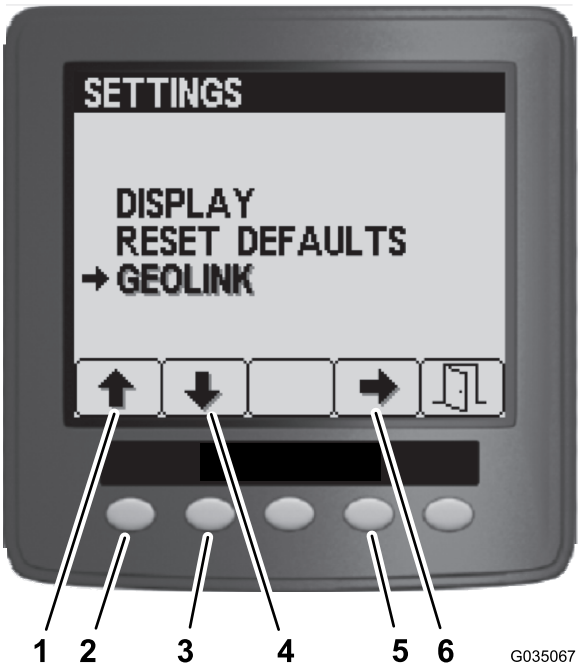

Figuur 101
4. Druk in het menu Instellingen op knop 1 of knop 2 tot de optie GeoLink aangeduid is, en druk op knop 4 om het menu GeoLink te openen (Figuur 101).